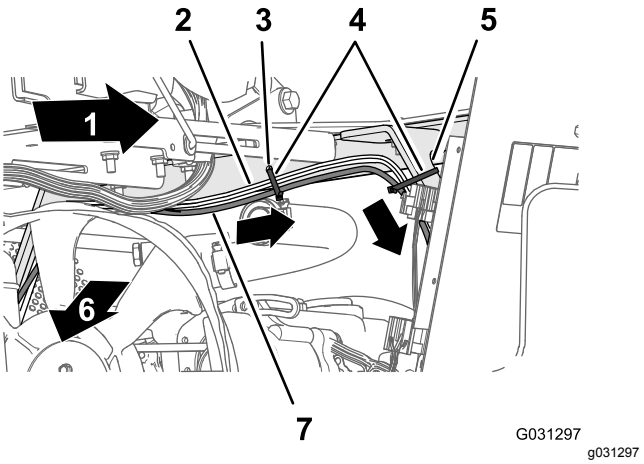
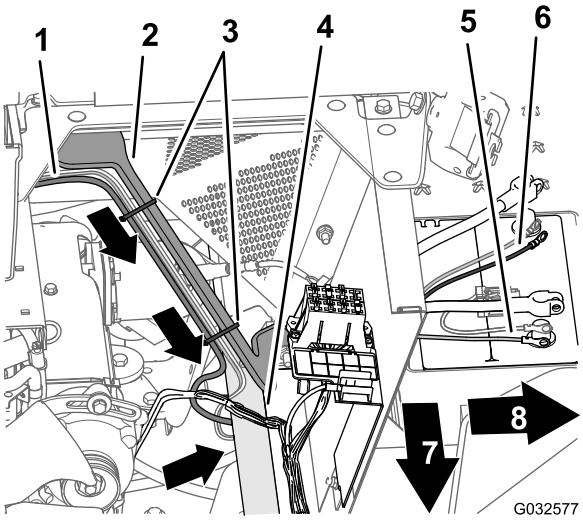

Figuur 163
Figuur 164
3. Leid de aftakking van 220 cm van de elektrische kabel voor het navigatiesysteem omlaag langs de linkersteun van het motorscherm en onder de linker framebuis (Figuur 163).
4. Bevestig de kabelboom met 3 kabelbinders aan het gat in de hoek van het stoelcompartiment en het motorscherm (Figuur 163 en Figuur 164).
5. Leid de zekering van 10 A en de positieve en negatieve ringconnector van de aftakking van 220 cm van de elektrische kabel voor het navigatiesysteem naar de bovenzijde van de accu (Figuur 164).